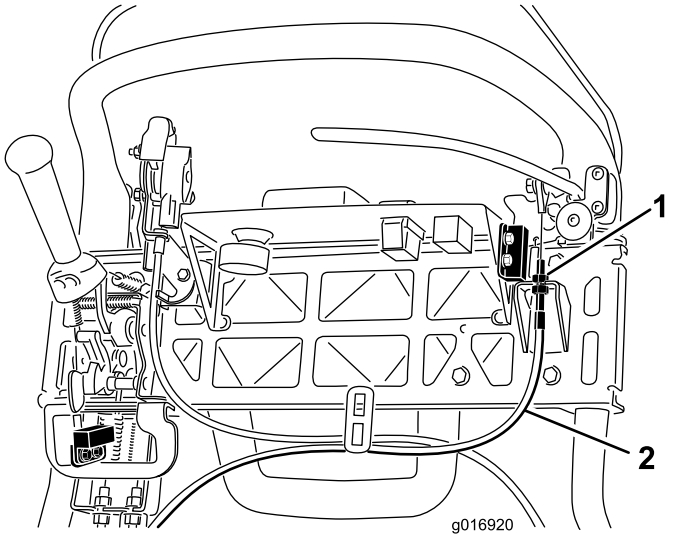

Figura 40
3. Para aumentar la tensión del cable, afloje la contratuerca superior del cable y apriete la contratuerca inferior (Figura 40) hasta que se requiera una fuerza de 35 libras (156 N) aplicada a la palanca de freno para quitar el seguro del freno de estacionamiento. No ajuste demasiado, o la cinta del freno puede agarrarse.